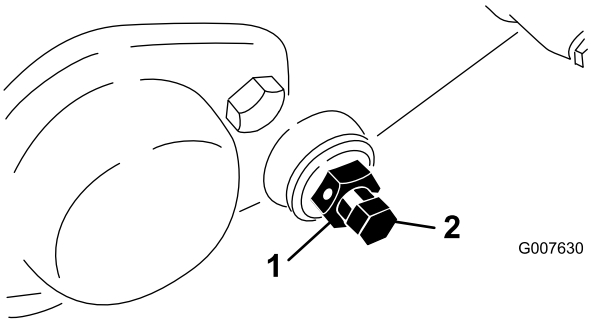

Bild 49
3. Lösen Sie an jeder Seite der Maschine die Klemmmutter, mit der die Schraube des Untermesserträgers befestigt ist (Bild 49).
4. Nehmen Sie jede Schraube des Untermesserträgers ab, damit der Untermesserträger nach unten gezogen und von der Maschine entfernt werden kann. Bewahren Sie die beiden Nylon- und die beiden Scheiben aus gestanzten Stahl an jedem Ende des Untermesserträgers auf (Bild 49).